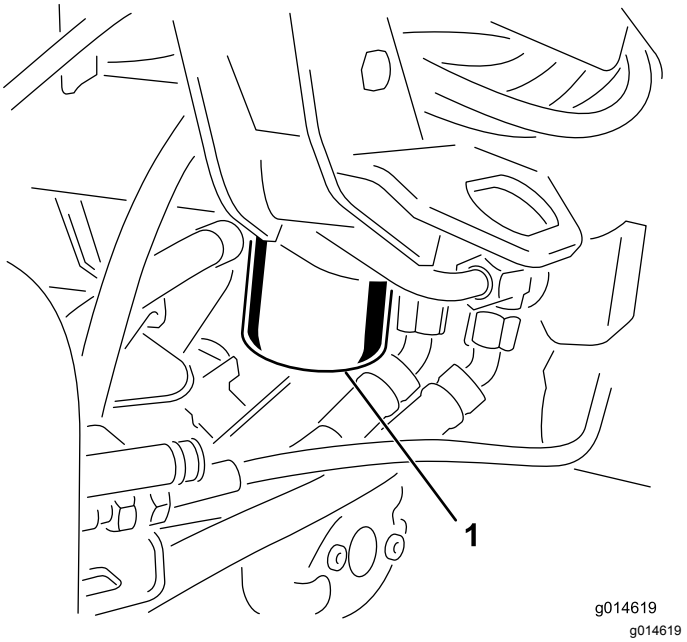

Figur 39
1. Rengjør området rundt der filteret skal festes (Figur 39). Plasser et tappefat under filteret, og ta ut filteret.